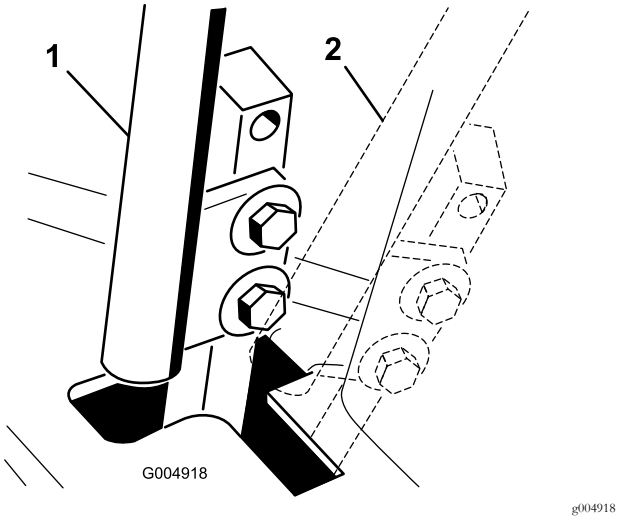

Figur 55
4. Flyt bevægelseshåndtaget til den NEUTRALE POSITION, men **ikke låst** (Figur 55).
6. Kontroller, hvor håndtaget er i forhold til hakket i konsollen (Figur 55).